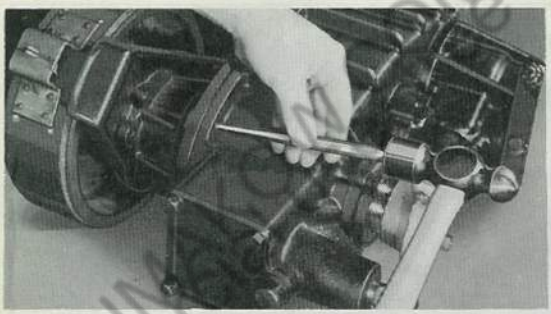

Fig. 5 Removing Cover Dowel Pins
4. Remove speedometer driven gear (47) at front of idler shaft bearing cap (49), using 7/8" open end wrench.
5. Remove cap screws attaching declutching carrier assembly (25) to front of case. When declutching carrier has been removed, lay aside, and disassemble later as directed on these pages.
7. Rear cover (9) is held to case by 17 cap screws and two tapered dowel pins. Tapered dowels should be driven toward rear to remove from cover and case, using drift pin, as illustrated in Fig. 5. Remove cap screws and lockwashers, using 9/16" wrench.
1. Remove cap screws holding rear cap and brake support (95) to cage (90). Remove tapered dowel pins attaching cap to cage, using drift pin in manner illustrated in Fig. 5. Brake support (95) and gasket (94) can now be removed from cage.